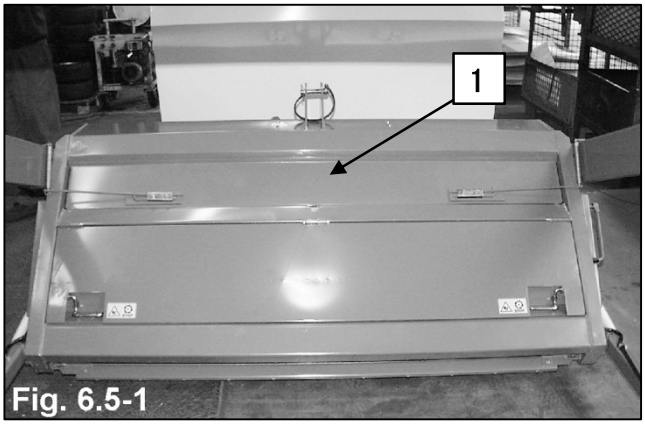

Fig. 6.5-1
ローター (1)（図 6.5-1）のカバーは、通常は収集ホッパーを下げると自動的に開きますが、草刈り中は閉じたままになります。